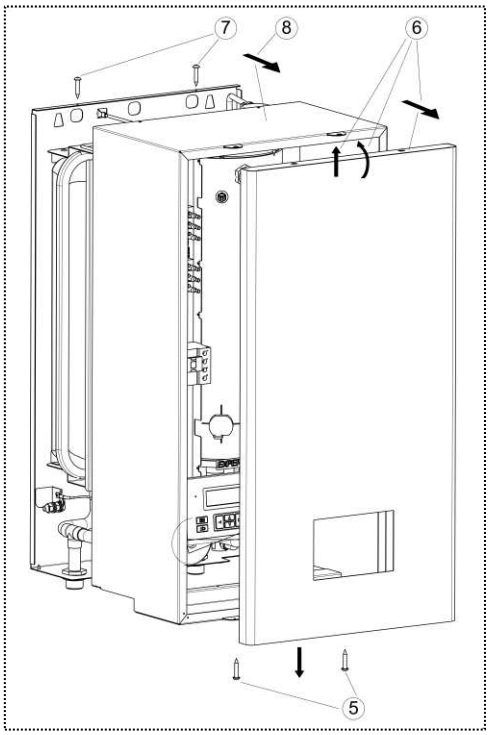

Рисунок 6. Снятие лицевой панели
6.1.5 Выкрутите отвёрткой два самореза с нижнего торца корпуса прибора (см. рис. 6).
6.2.7 Выполните монтаж автоматического выключателя QF (3) в непосредственной близости от прибора и доступным для визуального обзора месте (см. рис. 6).